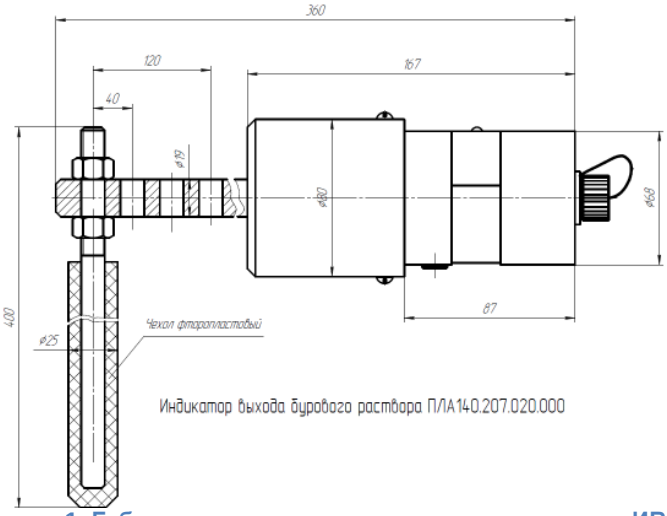

Рисунок 1. Габаритные и присоединительные размеры ИВР-140
- габаритные и присоединительные размеры на технологическом объекте соответствуют размерам ИВР-140 (см. рисунок 1)